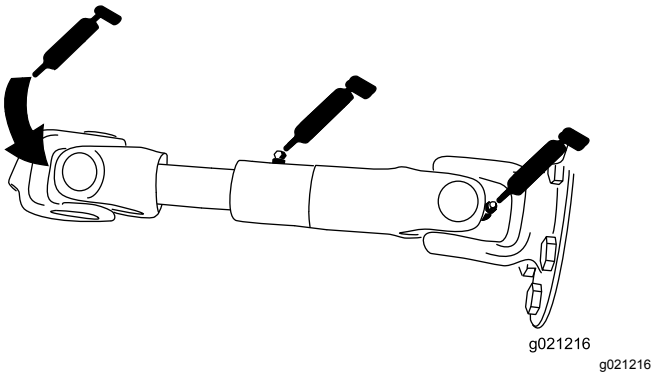

Figur 72
- Pumpens drivaksel (3) (Figur 72)